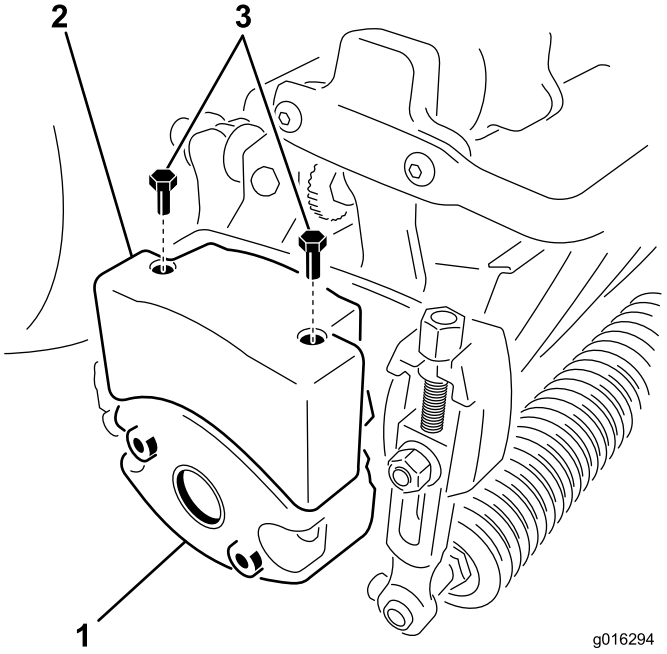

**Figur 10**
4. Ta bort de två bultar som fäster vikten på sidan av klippenheten (Figur 10).
6. Montera en övre vikt på klippenhetens vikt med två insexskruvar (Figur 10).